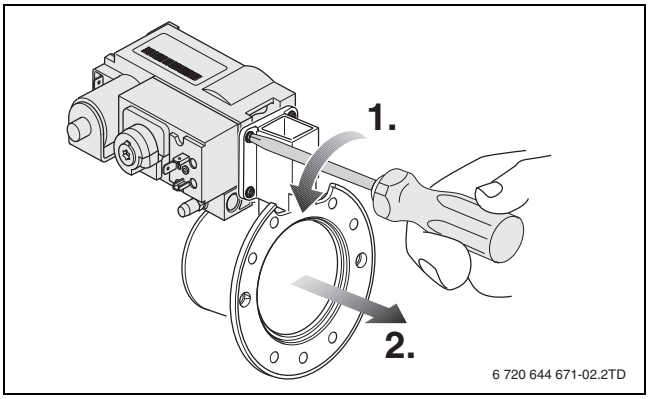

Fig. 14
- ▶ 松开 4 枚螺栓 [1] 并从文氏管 [2] 中取出燃气阀 （→ 图 14，第 45 页）。